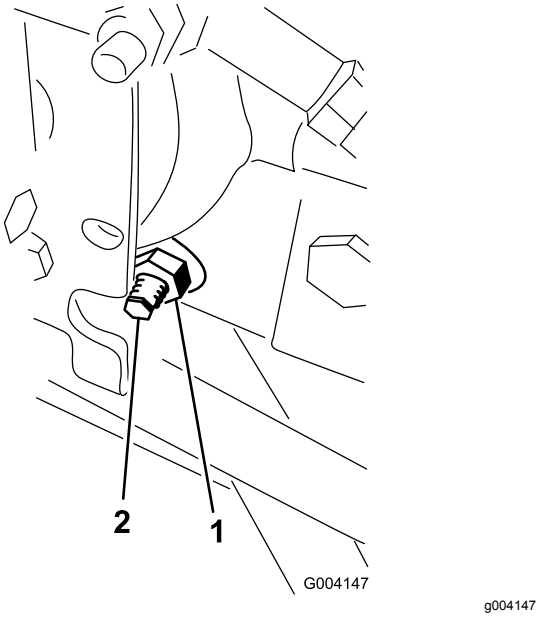

Figur 56
3. Lossa låsmuttern på hjuldrivningens justeringskam på höger sida av hydrostaten (Figur 56).